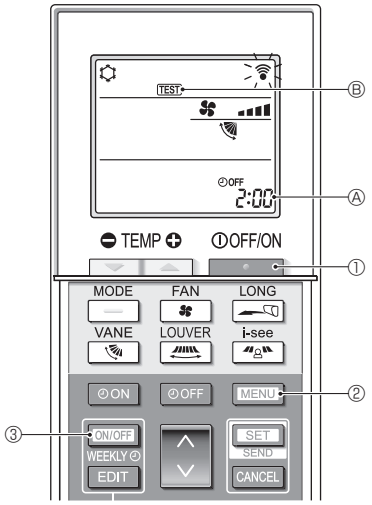

Fig. 7-5
7.2.2. Verwendung der drahtlosen Fernbedienung (Fig. 7-5)